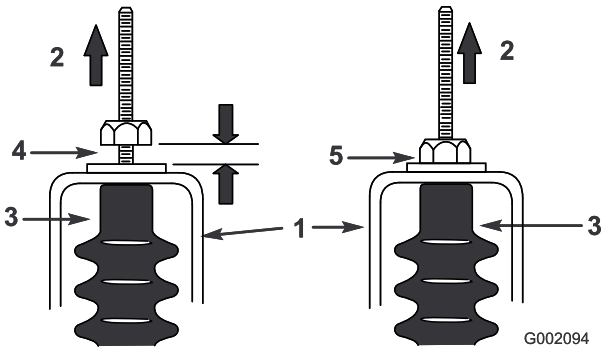

Figur 68
5. Trekk opp hver girkabel for å sikre at det er et mellomrom på 0,76–1,52 mm mellom mutter/skive og nøytral brakett (Figur 68).